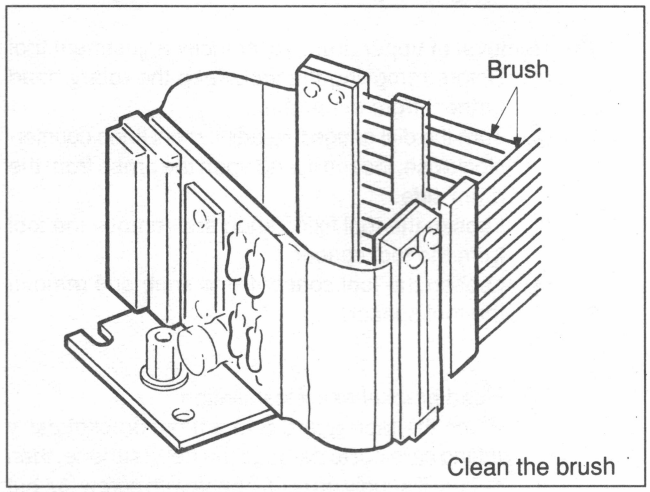

Fig. 7-2-10 Brush Ass'y Cleaning
(1) Clean the tip of the brush with dry cloth. (Fig. 7-2-10)